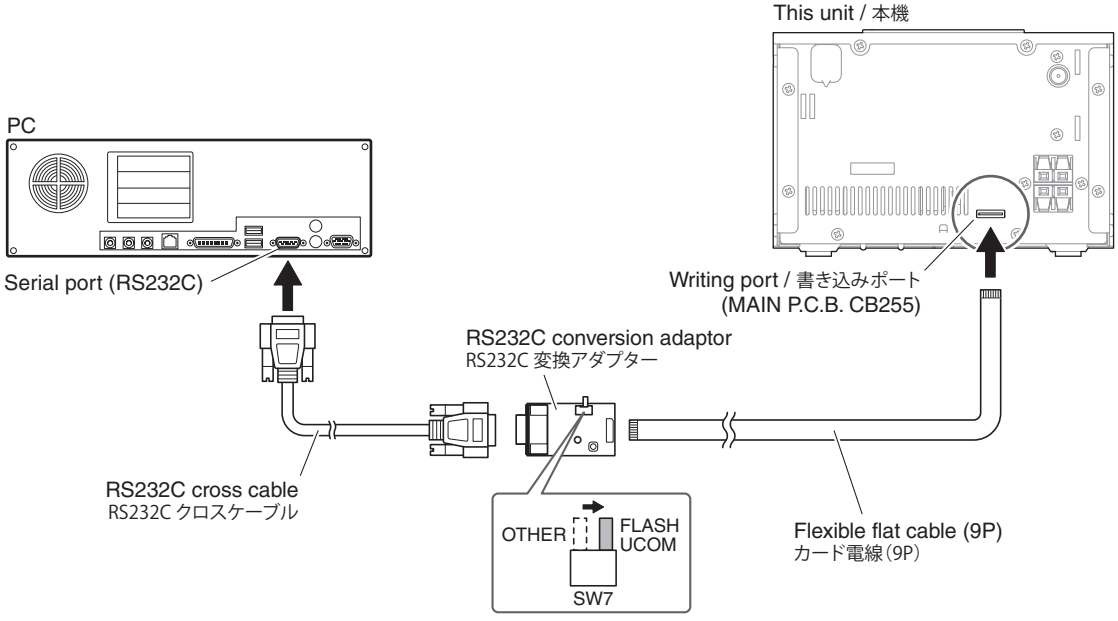

Fig. 1
1. Set the switch (SW7) of RS232C conversion adaptor to the "FLASH UCOM" position. (Fig. 1)
2. Connect the writing port (CB255 of MAIN P.C.B.) located on the rear panel of this unit to the serial port (RS232C) of the PC with RS232C cross cable, RS232C conversion adaptor and flexible flat cable as shown below. (Fig. 1)
1. RS232C 変換アダプターのスイッチ（SW7）を "FLASH UCOM" 側に設定します。（Fig. 1）
2. 本機の書き込み用ポート（MAIN P.C.B. の CB255）と PC のシリアルポート（RS232C）を下記のように接続します。（Fig. 1）